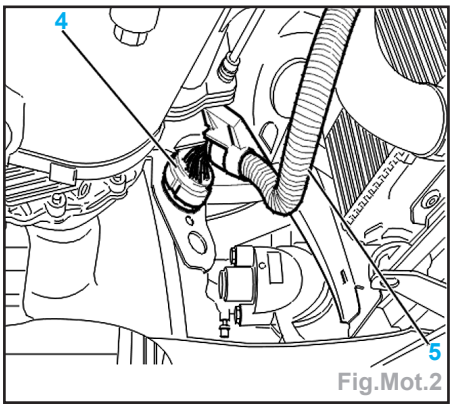

Fig.Mot.2
- Débrancher le connecteur (4) (Fig.Mot.2).
- Débrider le faisceau (5).